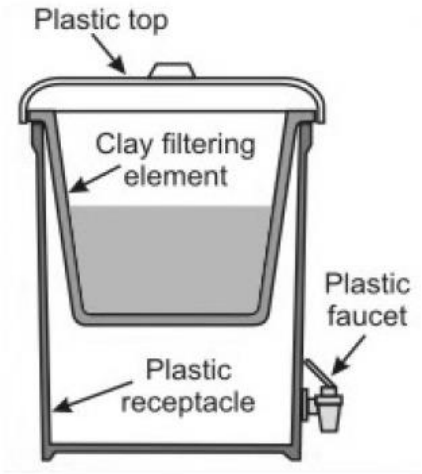

Figure 2: Schematic diagram of experiment set-up
I. Arrange the ceramic water filter system as shown in figure 2. Fill the filter to brim with water. Cover the filter to prevent possibility of particles falling into the water.